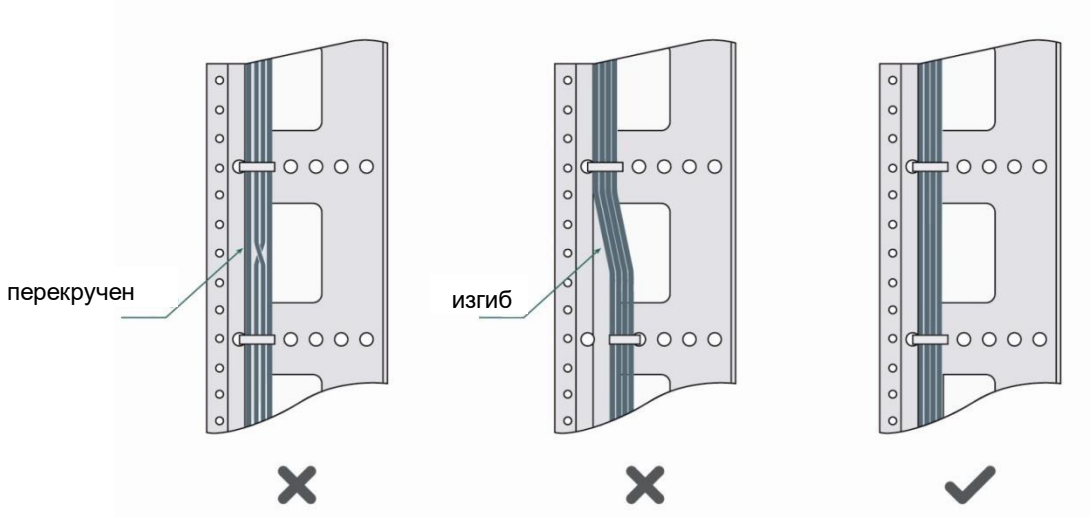

Рисунок 9-1. Стяжка проводов (1)
- Кабели должны быть аккуратно и правильно стянуты (Рисунок 9-1).